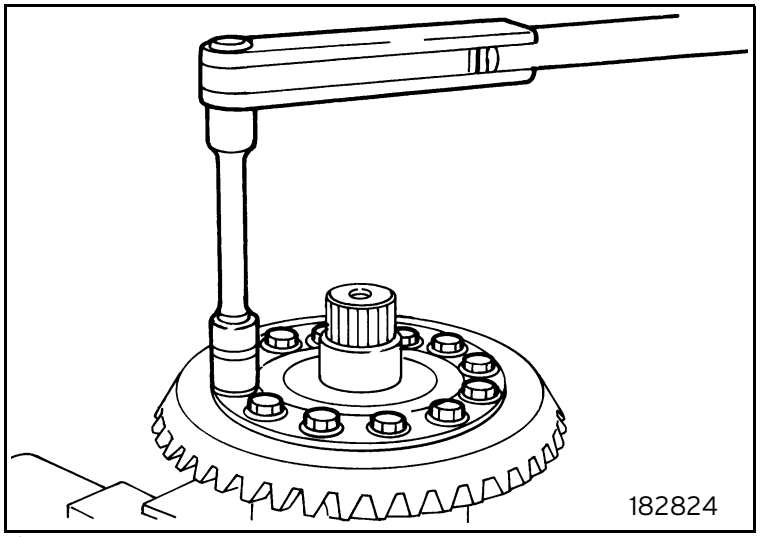

Fig. 24
- Fasten the screws in a criss-cross fashion at the specified tightening torque (figure 24):